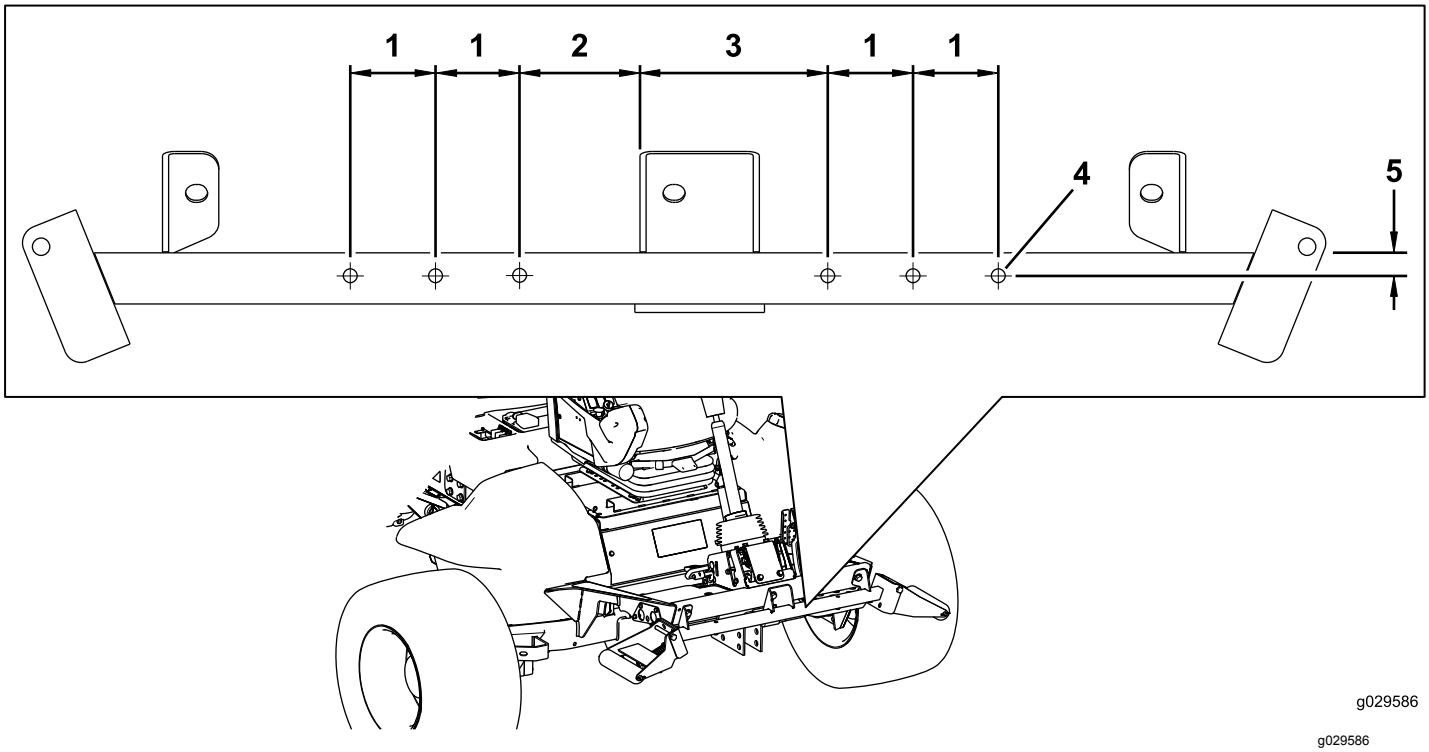

図 2
5. 図 2に示す位置に、直径 10mm の穴を 6 ヶ所、ローラサポートチューブの両方の壁を貫通するように開ける。